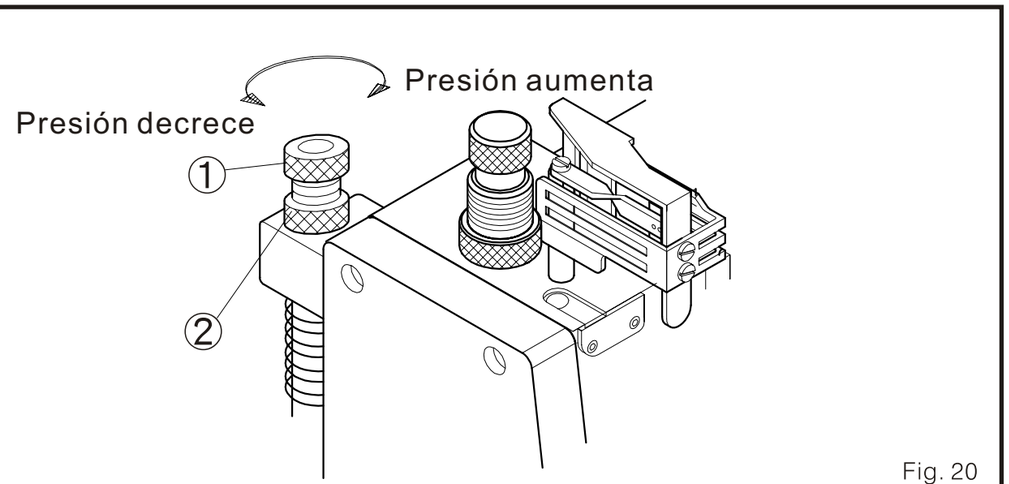

Fig. 20
(2) Afloje un poco el tornillo 5, y ajuste la barra conector 6 para hacer que la distancia desde el tornillo 7 al fondo del hueco circular de la barra conector 6 sea de 0.5 mm. Después, ajuste fuertemente el tornillo 5.
3. Ajuste la presión del rodillo superior. Mientras gire el tornillo ajustable de presión 1 al lado de las agujas del reloj, la presión aumentara, si lo mueve al lado contrario la presión decrecerá. Ajuste la tuerca 2 después de finalizar el ajuste (Fig. 20)